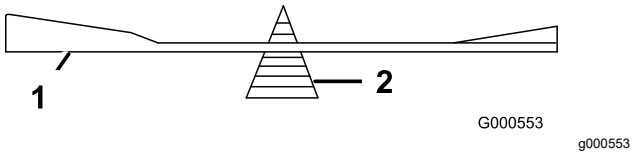

Figura 72
2. Verifique o equilíbrio da lâmina colocando-a num equilibrador de lâminas (Figura 72).